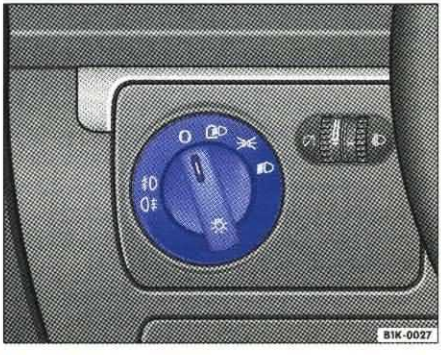

Rys. 38 Fragment tablicy przyrządów: wyłącznik świateł, automatycznego sterowania światłami jazdy, reflektorów przeciwmgłowych i tylnych świateł przeciwmgłowych
– Aby włączyć dzienne światła jazdy, należy włączyć zapłon nie obracając wyłącznika świateł z położenia 0 ⇒ rys. 38.
– W celu włączenia automatycznego sterowania światłami jazdy, wyłącznik świateł ⇒ rys. 38 obrócić w położenie ⇒ ⚠.
Jeżeli wyłącznik świateł ⇒ strona 59, rys. 38 znajduje się w położeniu „Automatyczne sterowanie światłami jazdy" lub w położeniu „Światła jazdy" i następnie wyłączony zostanie zapłon, funkcja Coming-Home pozwala włączyć oświetlenie orientacyjne na dodatkowy czas.